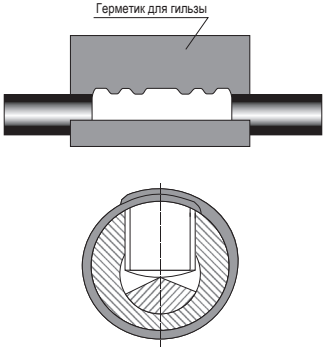

Рисунок 7
4.15 Обезжирить гильзы и прилегающие к ним участки трубок на расстоянии не менее 50 мм. Обернуть гильзы пластиной герметика (из комплекта «Герметик для гильзы»), для чего снять с одной стороны пластины бумагу, расположить её симметрично относительно середины гильзы, край пластины расположить на местах срыва головок болтов (пластина должна полностью закрыть места срыва головок болтов) и обернуть гильзу, постепенно снимая бумагу. После обертывания гильзы места срыва головок болтов должны быть закрыты пластиной в два слоя. Обжать пластину рукой (рисунок 7).